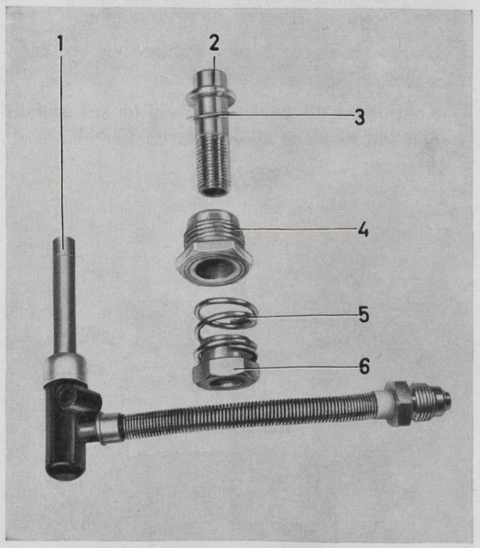

Bild 28. Munstycke, isärtaget.
Demontera justermutter och låsmutter samt munstyckshylsa. Se bild 28.
3. Sätt i munstyckshylsa och låsmutter, se bild 28. Skjut in munstycket och centrera det. Se "Centrering av munstycke".
4. Montera fjädern för justermutter och munstycke. Se bild 28.
Placera förgasaren med 4-hålsflänsen nedåt. Skruva upp munstyckets justermutter så att munstyckets övre ände når upp över bryggan. Lossa låsmuttern (4, bild 28) och tryck vakuumkolven mot bryggan samt för den fram och åter några gånger. Dra försiktigt åt låsmuttern och kontrollera centreringen genom att lyfta kolven 5–6 mm (1/4") från bryggan och så släppa den. Kolven skall då med ett markant ljud slå mot bryggan (munstycket).